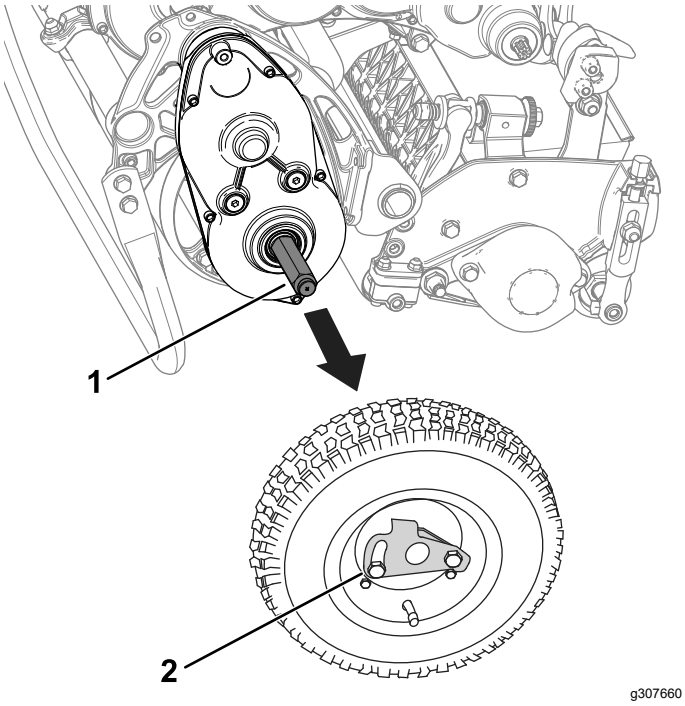

Figuur 16
3. Verwijder de transportwielen door de sluitklemmen van het wiel uit de assen te duwen (Figuur 16).